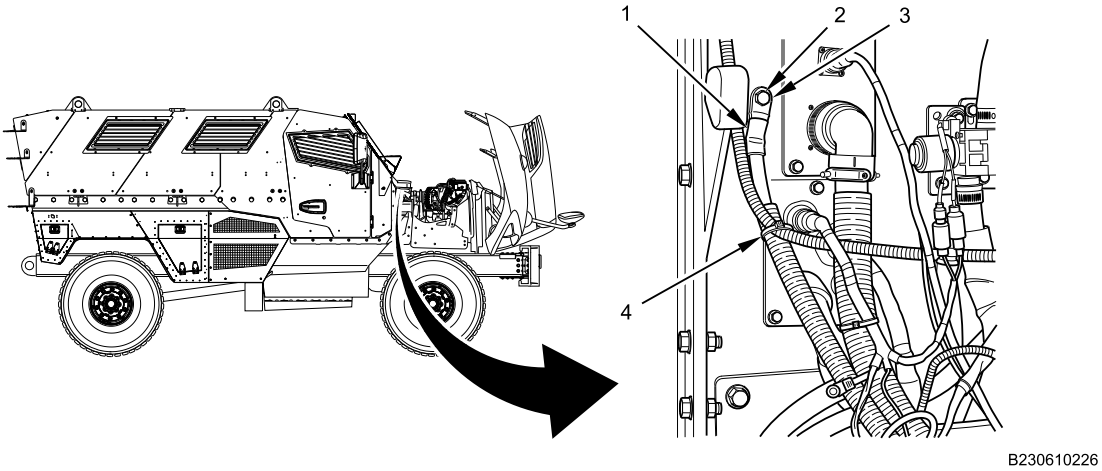

Figure 2. Firewall Ground Cable.
2. Remove and discard cable lock strap (Figure 2, Item 4) from ground cable (Figure 2, Item 1).
3. Remove bolt (Figure 2, Item 2), washer (Figure 2, Item 3), and ground cable (Figure 2, Item 1) from firewall.